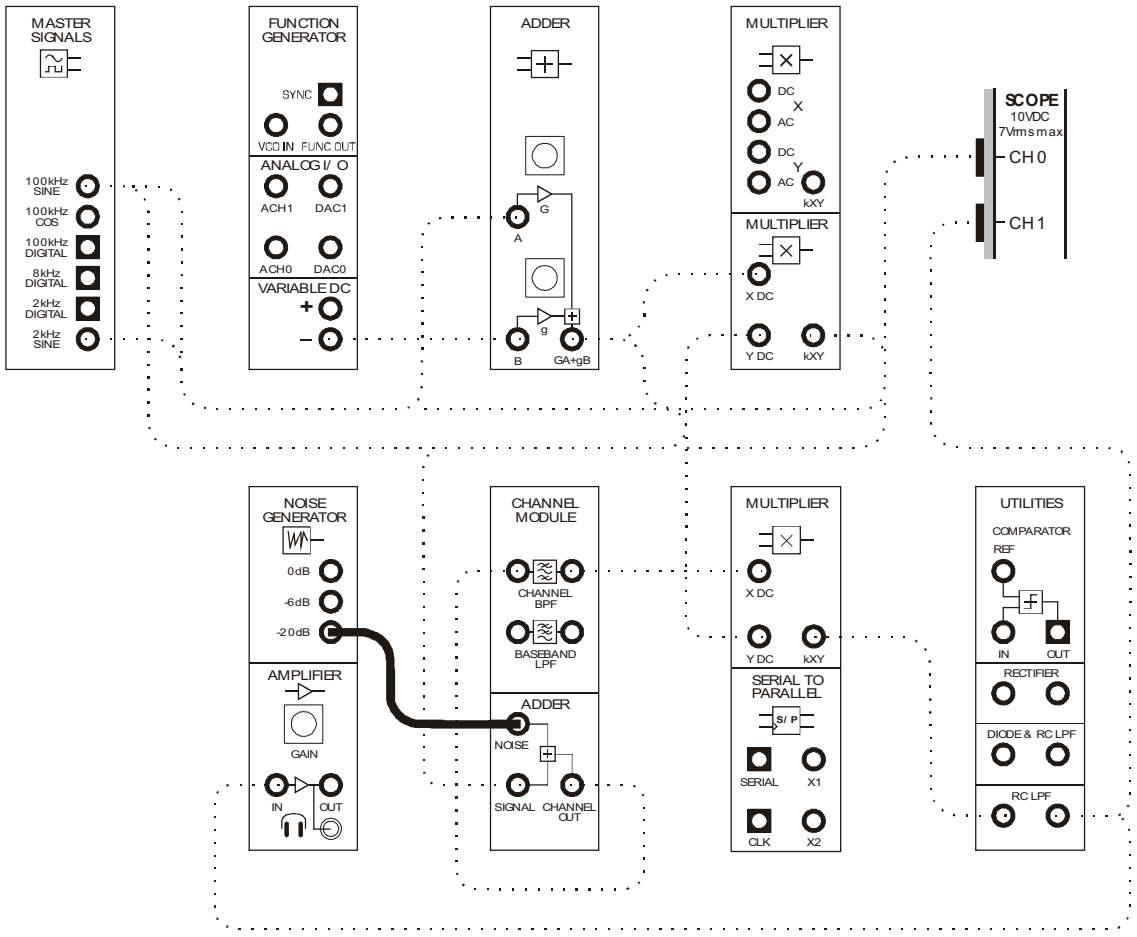

Figure 10
50. Modify the set-up as shown in Figure 10 below.